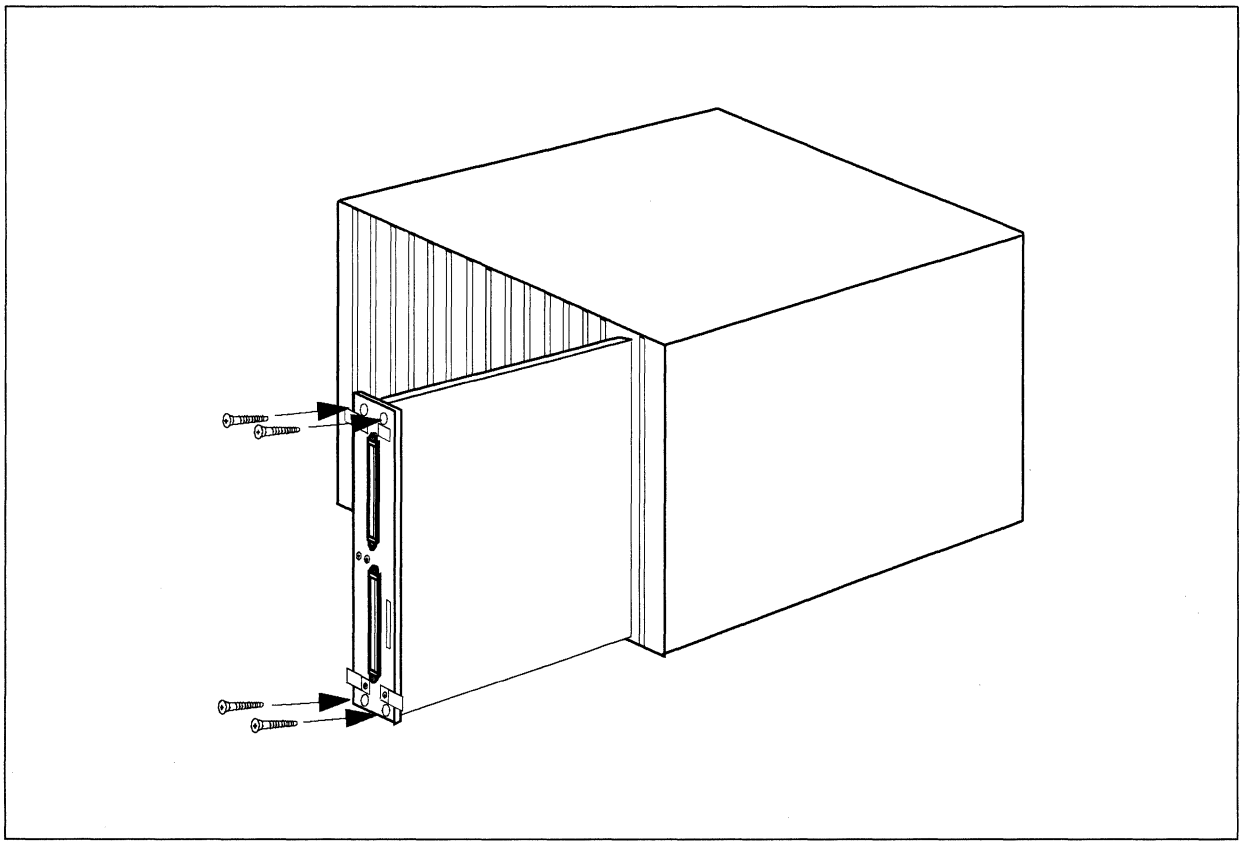

**Figure 3-3. Installing the Combined HIPPI/Node Board in the Cardcage**
10. Align the board edges with the cardguide rails. Slide the board into the cardcage until the board connectors meet the backplane (Figure 3-3 on page 3-5).